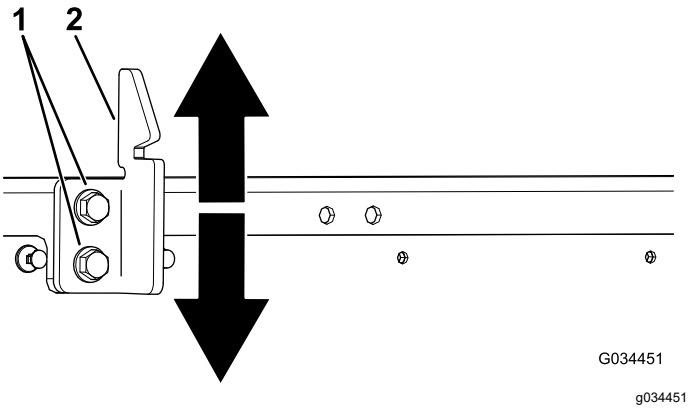

Figur 56
3. Løsn de 2 bolte på ladets låsestykke, og flyt låsestykket op eller ned, afhængigt af om låsestykket er for højt eller for lavt (Figur 56).
4. Stram de 2 bolte på ladets låsestykke (Figur 56).